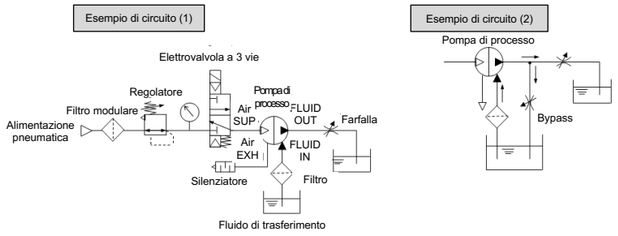

Fig. 2 Esempi di circuiti ad azionamento automatico
Vedere [Fig. 2] per gli esempi di circuiti.
<**Avvio e arresto**> Vedere esempio di circuito (1) [Fig. 2].
1. Per regolare la portata di scarico <FLUID OUT>, utilizzare la farfalla collegata al lato di scarico. Fare riferimento all'esempio di circuito (1) [Fig. 2].
2. Quando si utilizza una portata di scarico inferiore al campo di specifica, prevedere un circuito di by-pass dal lato di scarico a quello di aspirazione per garantire la portata minima all'interno della pompa di processo. Con una portata di scarico inferiore alla portata minima, la pompa di processo potrebbe arrestarsi a causa di un funzionamento instabile. Fare riferimento all'esempio di circuito (2) [Fig. 2] (Portate minime: 56-PA3##0 1l/min, 56-PA5##0 5l/min).